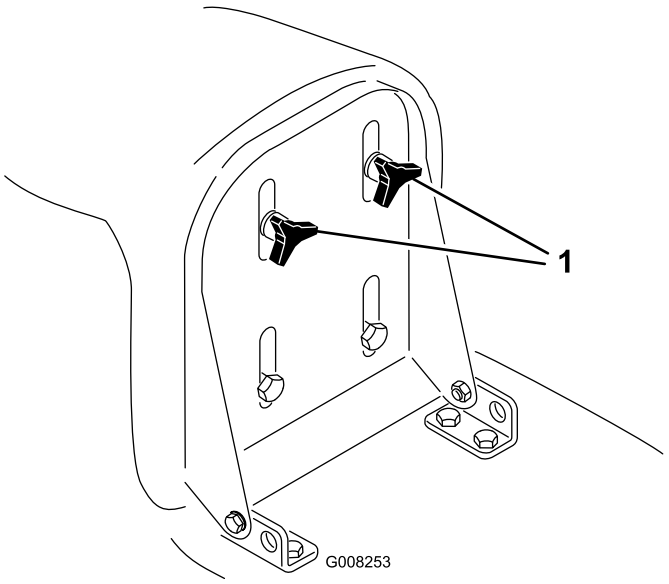

Figuur 5
1. Til de stoel op en draai de instelknoppen los (Figuur 5).